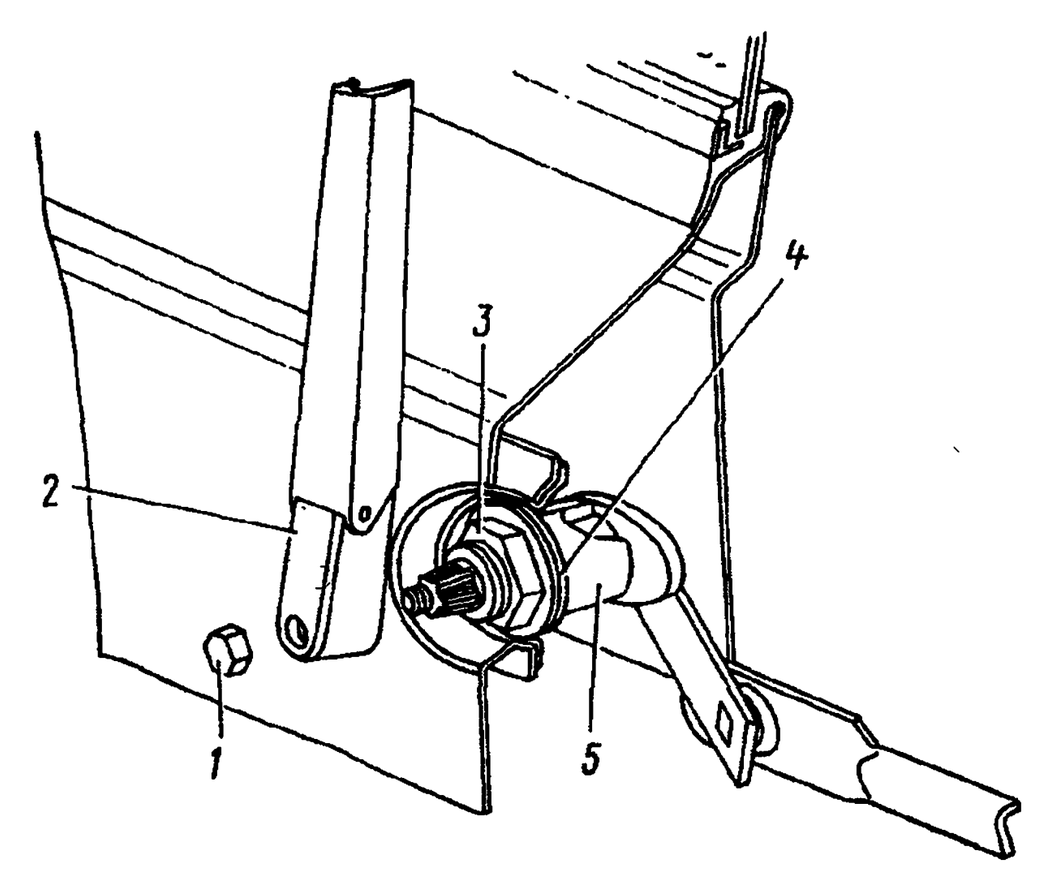

Рис. 68. Установка щеток стеклоочистителя:
3. Отверните гайки *1* (рис. 68) и снимите рычаги щеток *2* стеклоочистителя	Ключ 11 мм, отвертка
5. Отверните гайки *3* (см. рис. 68), снимите комплект шайб *4* и штуцера	Ключ 32 мм
10. Установите втулки *5* (см. рис. 68) на штуцера тяги	Ключ 10 мм
13. Установите рычаги щеток *2* (см. рис. 68) на шлицевые концы штуцеров так, чтобы щетки находились у нижней кромки ветрового окна, заверните гайки *1*	Ключ 11 мм